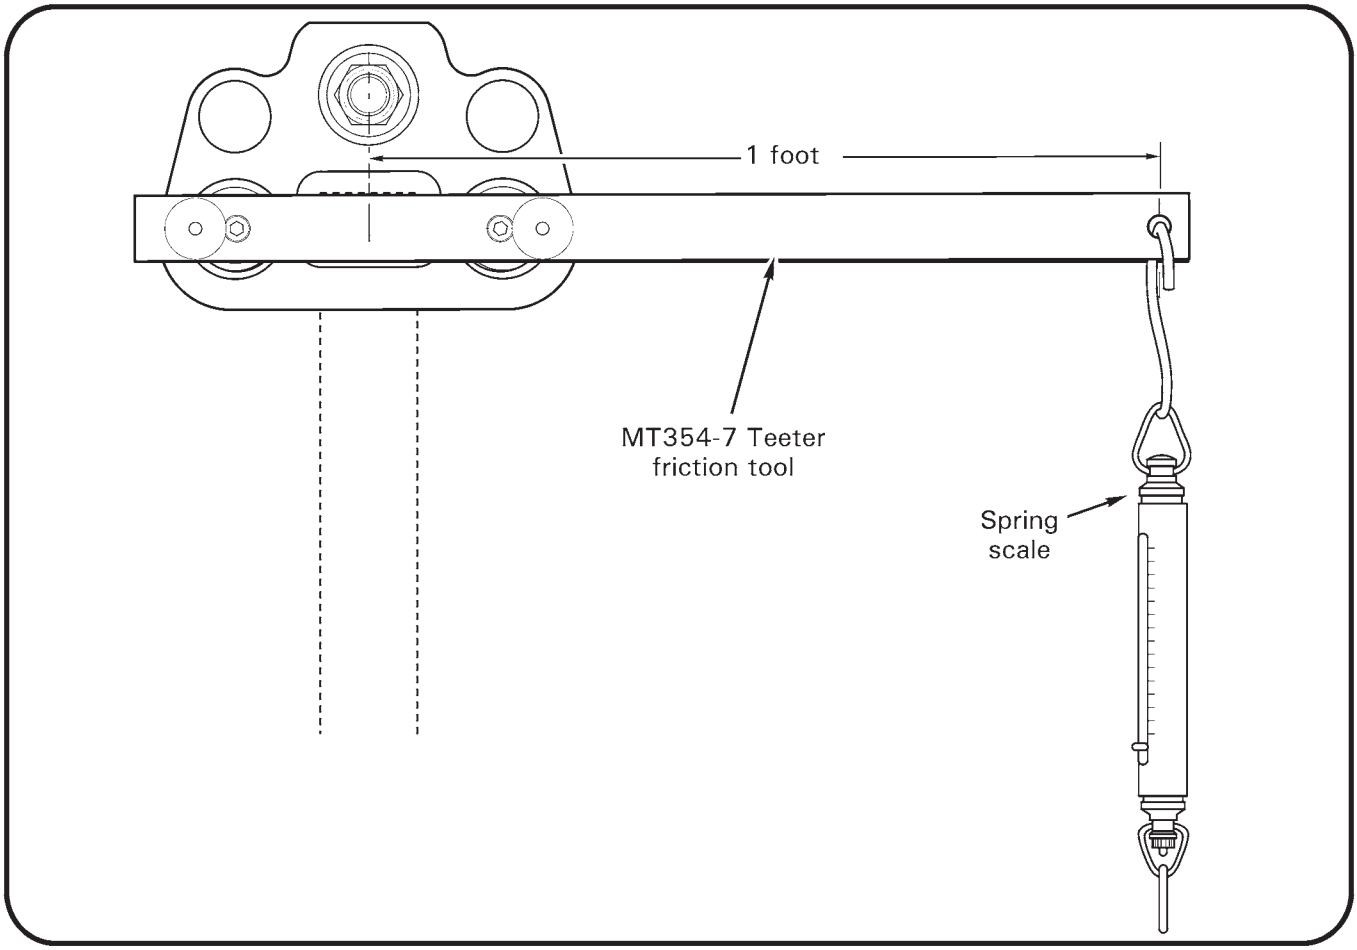

FIGURE 9-3B MEASURING TEETER HINGE FRICTION
3. If same hub will be installed, measure teeter hinge friction per Figure 9-3B and record value.
3. Refer to Figure 9-3B. While torquing teeter hinge bolt per § 1.330, check teeter hinge friction frequently. To check friction, install MT354 teeter friction tool into coning hinge bearings on one side of main rotor hub and measure moving force (not breakaway force) required to teeter main rotor hub with a spring scale. Teeter friction must be less than 15 ft-lb.